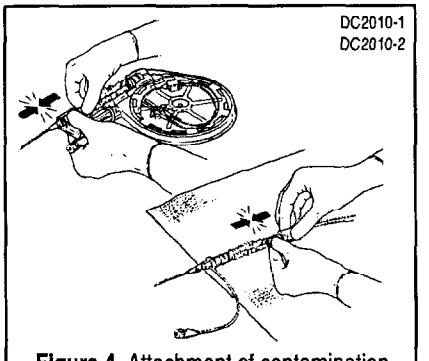

Figure 4. Attachment of contamination sheath to T-B adapter and probe
5. Attach the distal end of the probe contamination sheath to the T-B adapter. Remove the probe and T-B adapter from the dispenser, and, to help maintain sterility of the probe, attach the other end of the sheath to the proximal end of the probe (Figure 4).